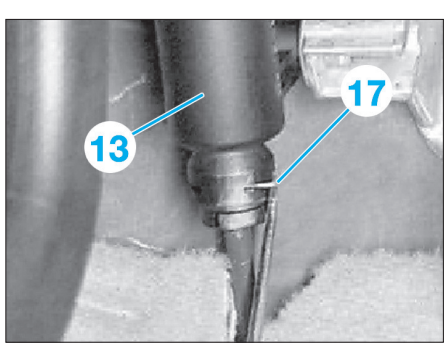

Fig. 17
• Retirer l'agrafe (17) avec un tournevis **(Fig.17)**.
- Remplacer l'agrafe de sécurité (17) **(Fig.17)**. Elle doit être emboîtée avec ses deux branches dans la gorge de l'axe.